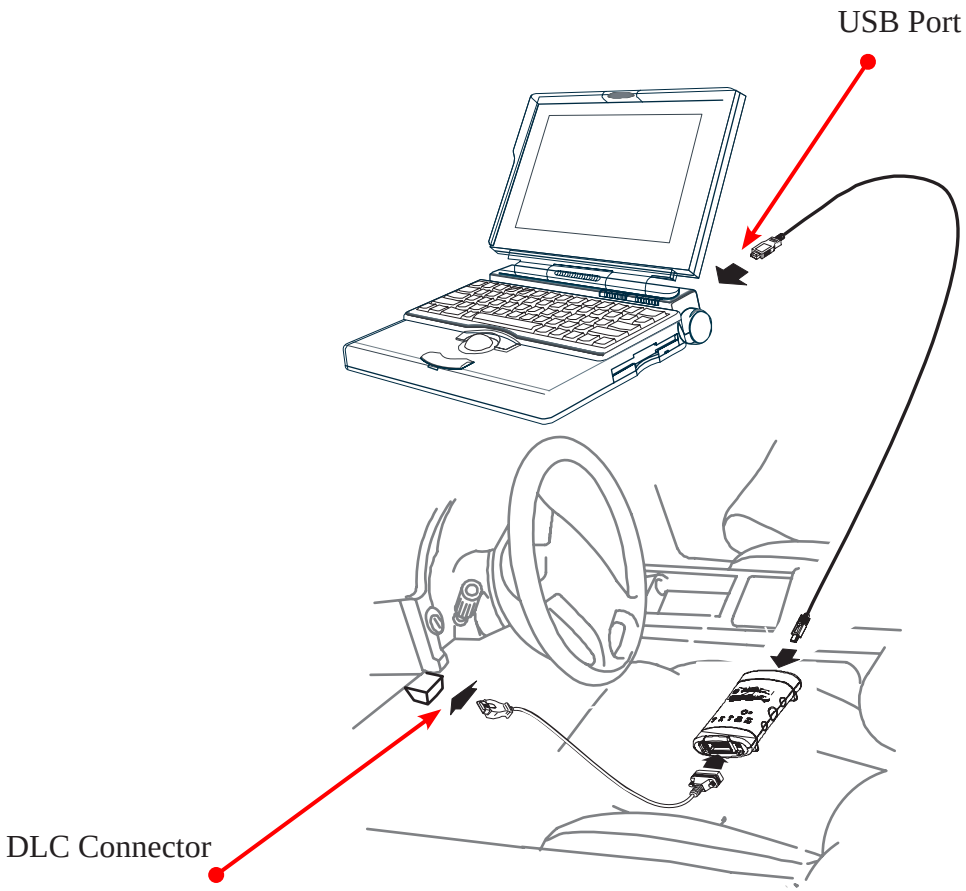

FIGURE IV-5.
2. From the TIS 2 Web main screen (Figure IV-5), select the Service Programming System icon.